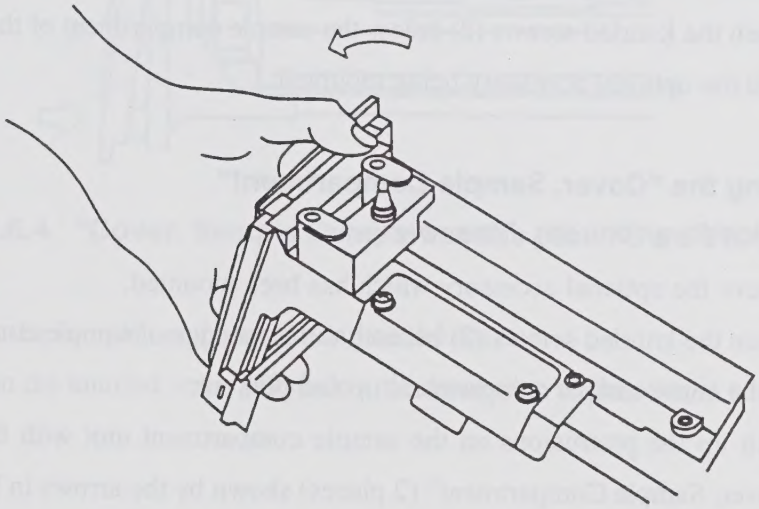

Fig. 5.6.1 Removing the "Cover, Sample Compartment"
(1) Turn OFF the UV-1601 unit power switch.
(2) Loosen the knurled screws (2) beneath the sample compartment on the unit.
(3) Lift the entire sample compartment up and pull out.
(4) Turn the sample compartment unit upside-down and, as shown is Fig. 5.6.1, forcibly twist the "Cover, Sample Compartment" in the direction of arrows with your thumb to remove the cover.